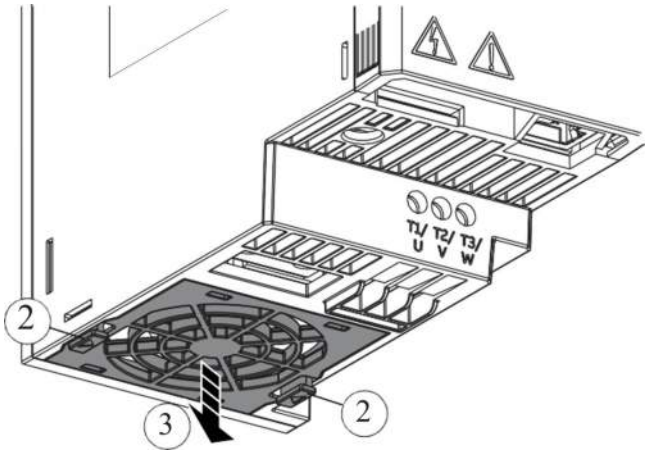

Fig. 50 — Lifting the Fan Cover out of Drive
3. Carefully lift the fan cover out of the drive. Note that the fan cover holds the cooling fan (see Fig. 50).